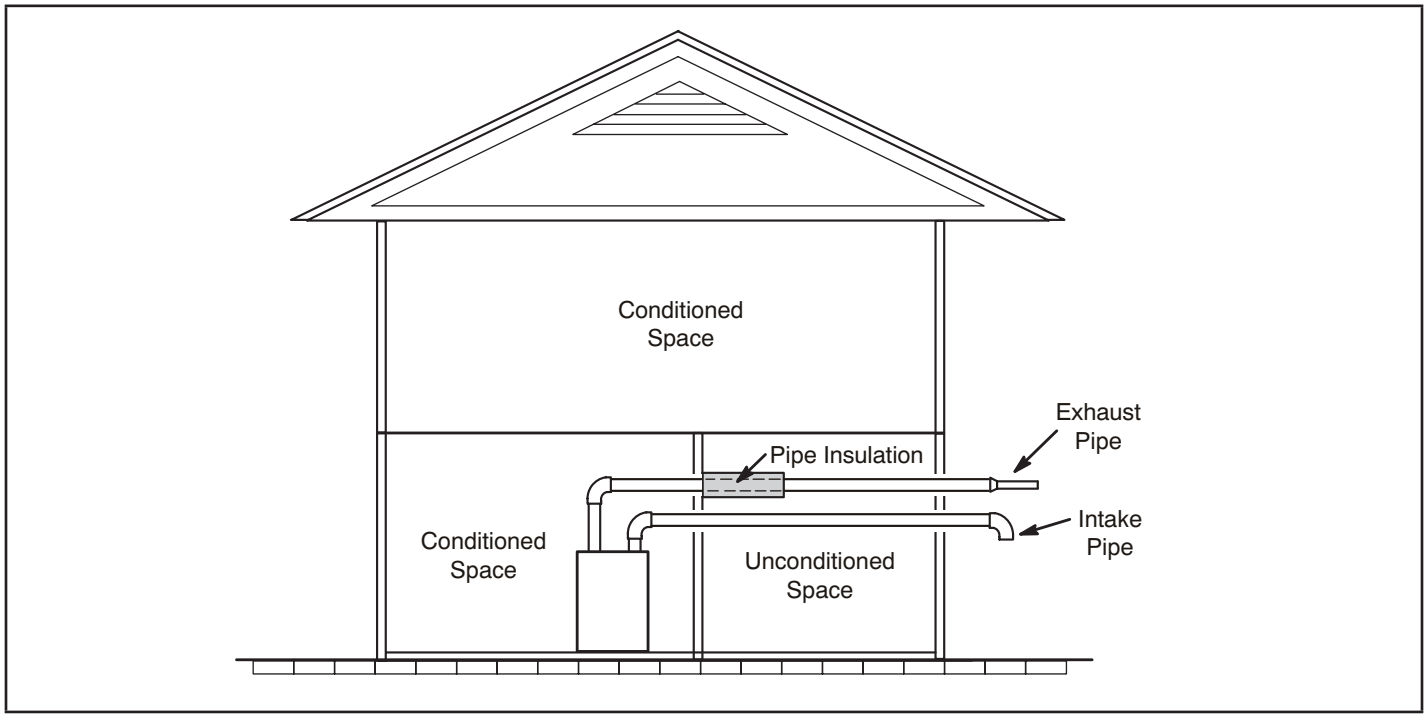

**FIGURE 31**
*NOTE - If insulation is required in an unconditioned space, it must be located on the pipe closest to the furnace. See FIGURE 31.*